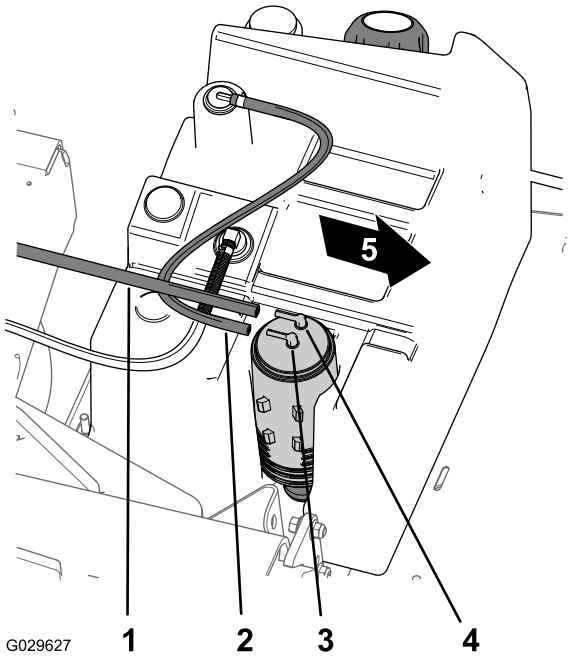

Figuur 53
1. Verwijder de zuigslang van de fitting op de koolstofhouder die gemarkeerd is met 'Purge' (afvoeren) (Figuur 53).
2. Verwijder de slang van de brandstoftank van de fitting op de koostofhouder die gemarkeerd is met 'Fuel Tank' (brandstoftank) (Figuur 53).
8. Monteer de zuigslang op de fitting op de koolstofhouder die gemarkeerd is met 'Purge' (afvoeren) en de slang van de brandstoftank op de fitting die gemarkeerd is met 'Fuel Tank' (brandstoftank) (Figuur 53).